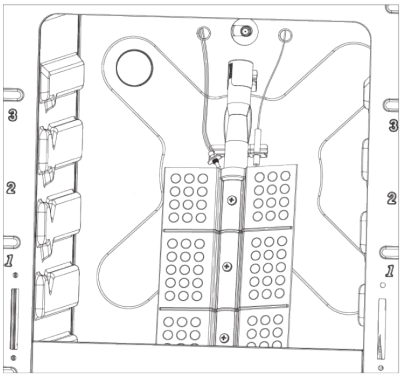

fig. 24
b) Gently suspend the burner as shown in figure 24.
c) Using a 7 mm box spanner, unscrew the injector (indicated in figure 24) and replace it using the new LPG injector.